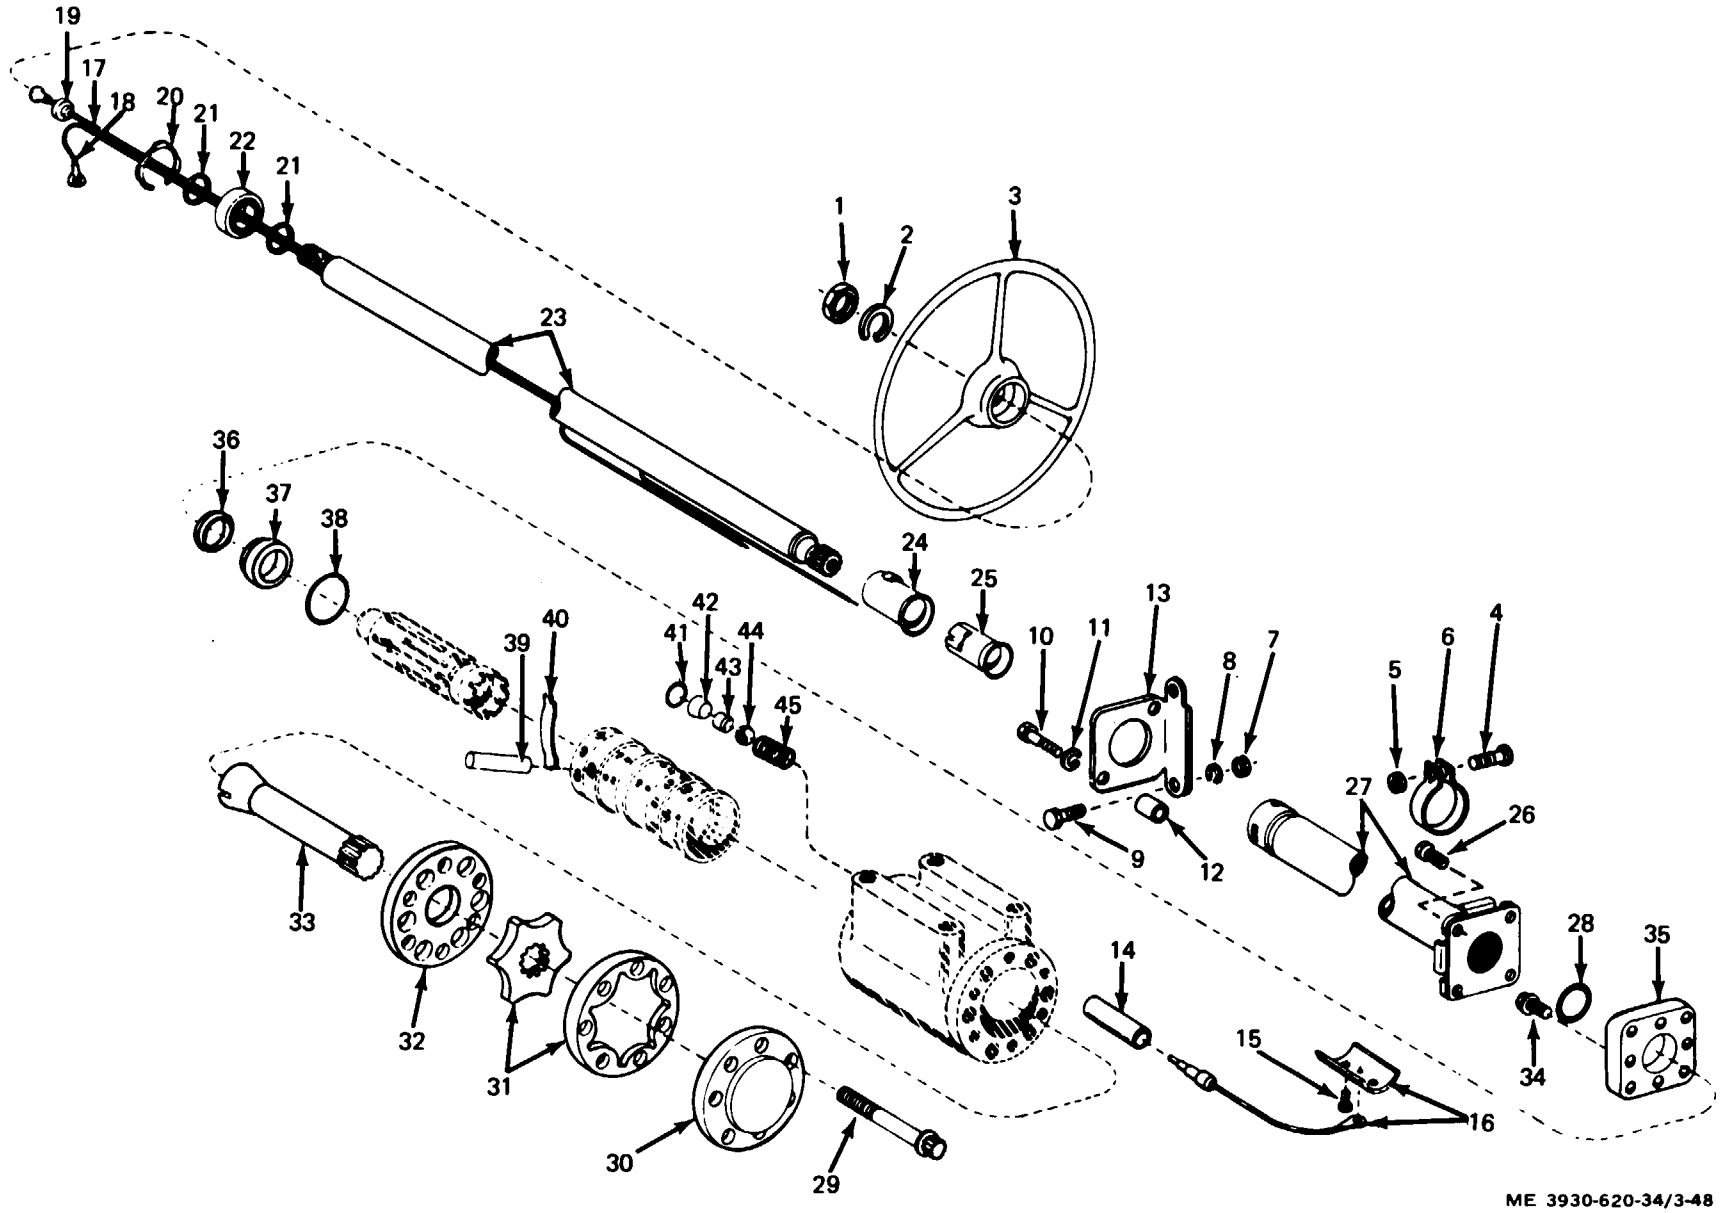

Figure 3-48. Steering column and gear, exploded view.
(1) Secure power steering gear in a suitable vise.
(2) Remove terminal from horn button electrical lead.
(3) Remove horn button and rubber cover by pushing down and turning counterclockwise to disconnect it from the attaching wedges located on base plate. (TM 10-3930-620-12.)
(4) Remove horn button contact cup, spring, and contact washer.
(5) Pull out horn cable and insulating ferrule.
(6) Remove three round head screws from horn button base plate.
(7) Remove base plate and contact insulator (19, figure 3-48).
(8) Remove nut (1) and lock washer (2) securing steering wheel (3) to steering column shaft.
(9) Using a wheel puller, remove steering wheel.
(10) Remove retaining ring (20) and first snap ring 121).
Key to fig. 3-48: